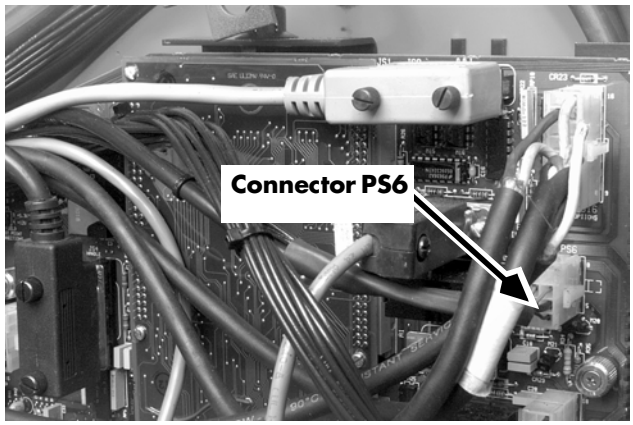

Figure 7-207: Connector PS-6 at System Card
b. If the transducer has an integral cable harness, disconnect the cable harness at PS-6 on the system card. See Figure 7-207. Remove cable ties as necessary, noting their position for later installation. Label transducer cable wires in relation to their positions in connector PS-6. Use a pin extraction